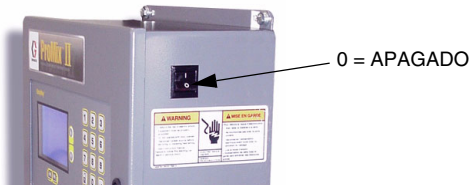

FIG. 12
3. Apague el ProMix™ II (posición 0). FIG. 12.